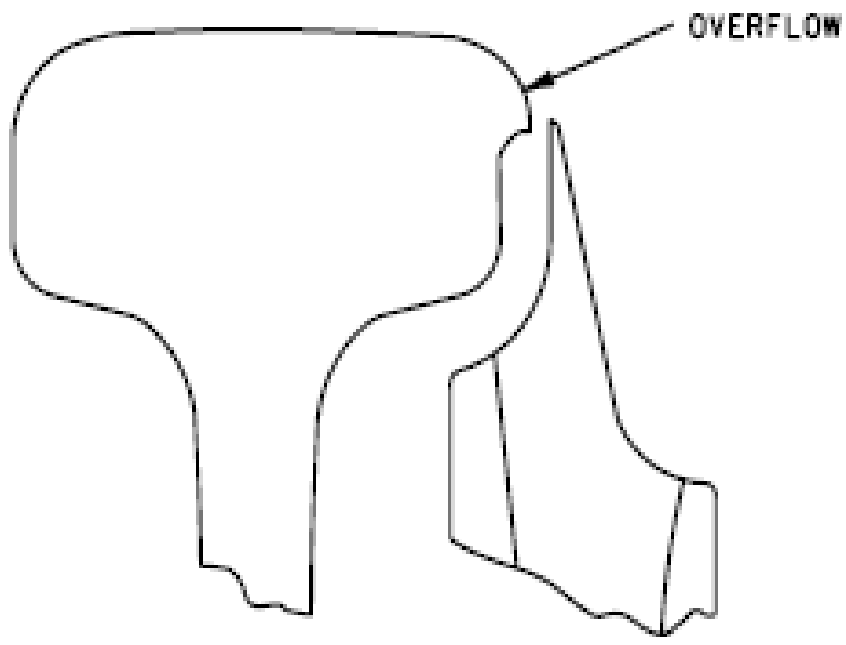

Figure 5-Q
3. Do not replace stock rail only. Stock rail and switch point must be changed as a pair. (See Figure 5-V).